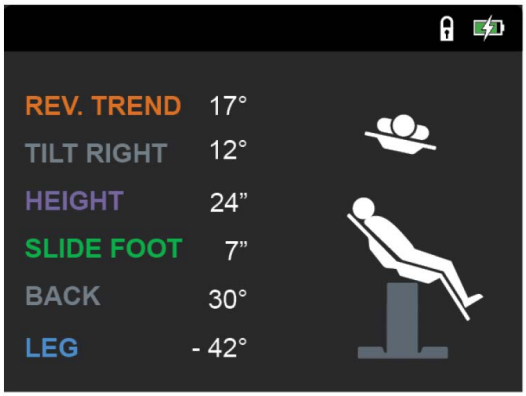

Figure 4-10. Écran d'articulation de table typique
6. Lorsque l'utilisateur appuie sur un bouton-poussoir, une articulation de la table est commandée. L'écran représente une image approximative de l'articulation (voir *Figure 4-10*).